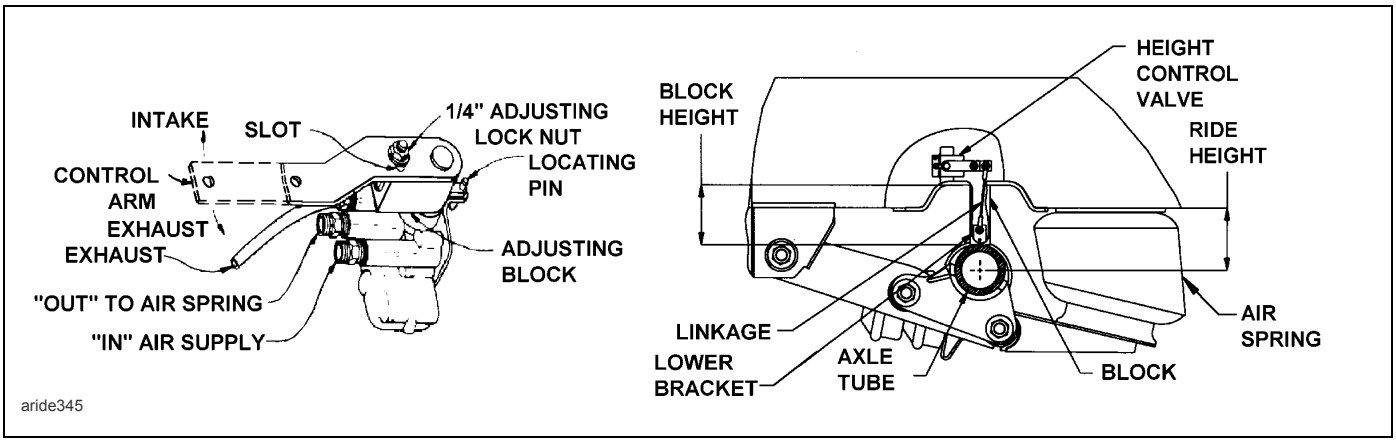

Figure 4-6: Air Ride Height Adjustment
2. Disconnect linkage at the control arm and raise control arm to the “up” position, raising the trailer until a block can be placed between axle tube and undercarriage frame **(See Figure 4-6.)**
6. Loosen the 1/4” adjusting lock nut located on the adjusting block, allowing the control arm to move approximately 1 inch. Move the adjusting block until holes align, then insert locating pin. **(See Figure 4-6.)**